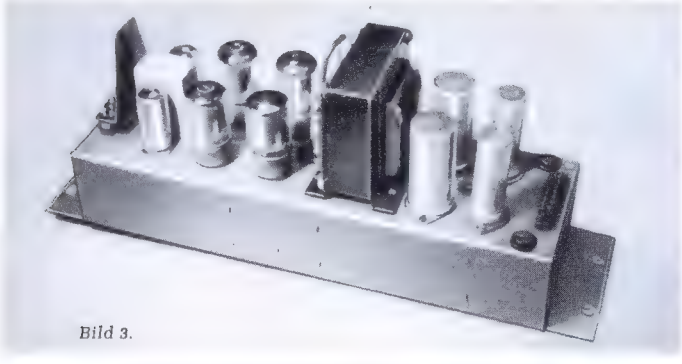

Bild 3.
Bei meinem Gerät zeigten sich folgende Besonderheiten: Die kräftige Gegenkopplung zwischen Ausgang und Katode der ersten Röhre 12 AX 7 machte Netzteile mit sehr niedrigen Innenwiderständen nötig, weil sonst Blubbern schwer zu vermeiden ist. Sehr günstig wären wahrscheinlich elektronisch geregelte Netzgeräte. Das Blubbern (auch Pumpen oder *motorboating* genannt) ließ sich aber auch durch Verkleinern des Rumpelfilter-Kondensators am Gitter der unteren Triode von 12 AX 7 (II) beseitigen. Trotz dieses sehr kleinen Wertes liegt die untere Grenzfrequenz des Gerätes unterhalb von 18 Hz! *Bild 3* zeigt eine Ansicht des Verstärkers.